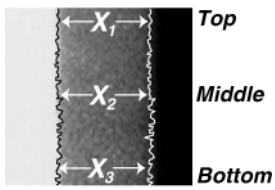

Figure 12-18 XF and XR measurement points
9.) Refer to Figures 12-18 and 12-19 during the following instructions. Use a Vernier Calipers to measure the width of the 2 wider (dark gray) slits. They're the dark gray slits that extend past the edges of the narrower (off-white) slit and to the blackest part of the film.
a.) Take 3 measurements to obtain an average value for X_F. X_f is the side of the film closest to the table. Using the same film measurement tool, take (1) X_f measurement at the top of the film, another near the middle and another near the bottom. Add these (3) X_f distances together and divide this sum by 3 or "n". *Where,*